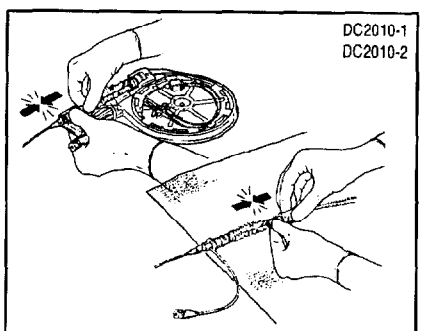

Figur 4. Tilslutning af kontaminationsbeskyttelsen til T-B-adapter og probe
5. Tilslut den distale ende af probens kontaminationsbeskyttelse til T-B-adapteren. Fjern proben og T-B-adapteren fra dispenseren og tilslut den anden ende af beskyttelsen til probens proksimale ende (Figur 4) for at bevare probens sterilitet.